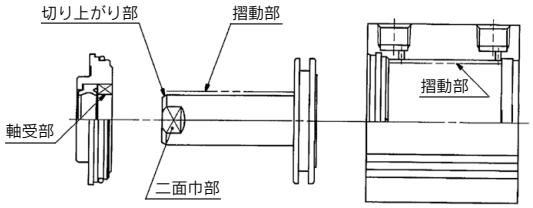

図6　グリース塗布位置
④シリンダ各部品
a. シリンダの各部品には図6の摺動部にグリースを塗布しますが、100ストロークのシリンダ1本につき表1の量が必要です。目安としては人差し指ですくった程度が約3(g)です。